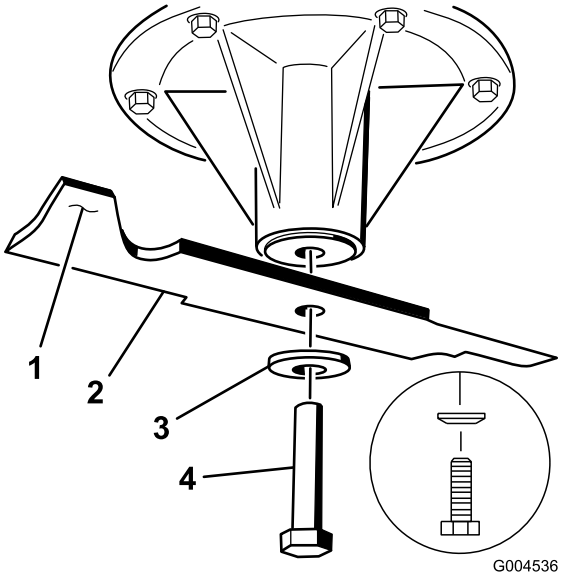
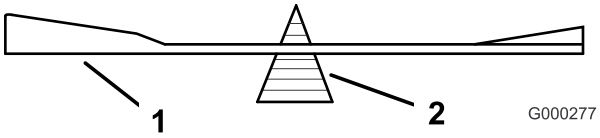

**Figur 78**
**Figur 80**
2. Fjern skæreknivsbolten, den buede skive og skærekniven fra spindelakslen (Figur 78).
2. Kontroller skæreknivens balance ved at placere den på en afbalanceringsenhed (Figur 80). Hvis skærekniven forbliver i en vandret position, er skærekniven afbalanceret og kan benyttes. Hvis skærekniven ikke er afbalanceret, skal der slibes lidt mere metal af enden af sejlområdet (Figur 78). Gentag denne procedure, indtil skærekniven er afbalanceret.